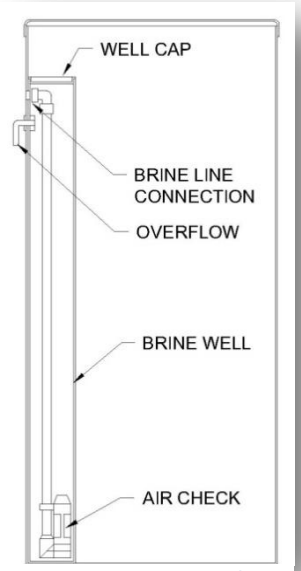

Figure 12: Brine Tank
B. Remove the well cap and connect one end of the brine line hose to the brine line connection (Shown in Figure 12) of the brine tank. Tighten the brine line hose to the brine line connection by turning the cap of the brine line connection clockwise by hand. Make sure that no air can get into the line, or the softener will not regenerate properly.